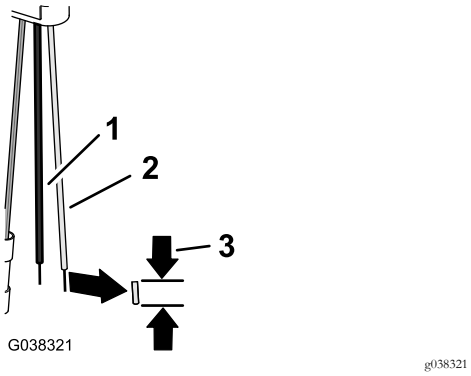

Figura 38
2. Retire 8 mm do isolamento dos fios rosa e preto do adaptador de 4 pinos (Figura 38).